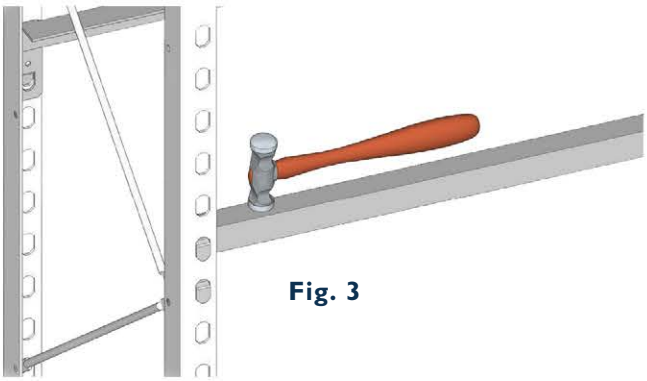

Fig. 3
3. Tap rails down firmly using a soft face hammer. Note: Hammer only on the front edge of rail. Failure to do this will result in bending the clip. **(Fig. 3)**